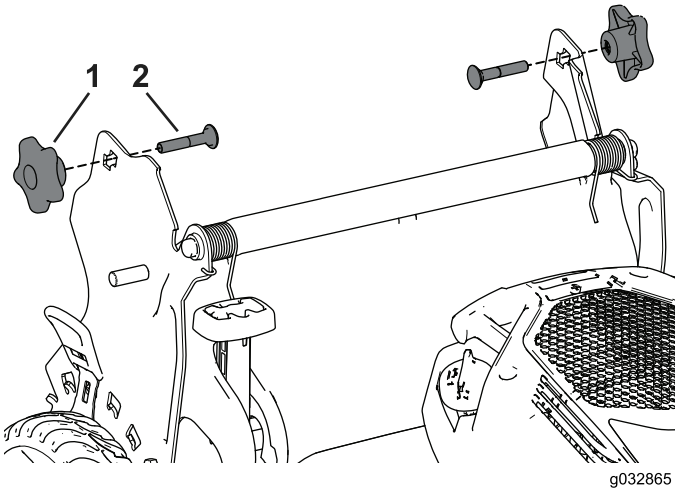

Bild 29
3. Führen Sie die Schlossschraube (mit dem Schraubenkopf nach innen zeigend) durch die Griffhalterung und das obere Loch des Griffendes. Stellen Sie sicher, dass jede eckige Schlossschraube richtig in der dazugehörigen oberen oder unteren viereckigen Öffnung ihrer jeweiligen Griffhalterung sitzt(Bild 29).